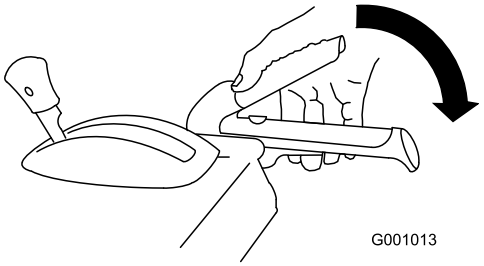

Figura 38
1. Per innestare la trasmissione della coclea/ventola premete la leva destra (coclea/ventola) contro l'impugnatura (Figura 38).